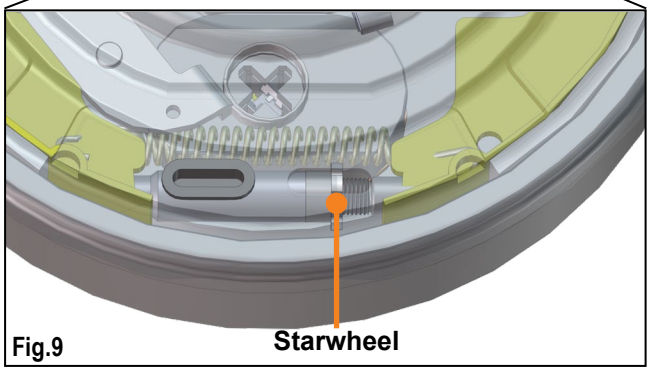

Fig.9
3. Insert a screwdriver or standard adjusting tool into the adjusting slot to rotate the starwheel **(Fig. 9)** of the adjuster assembly to expand the brake shoes. Adjust the brake shoes out until the pressure of the linings against the drum makes the wheel very difficult to turn.